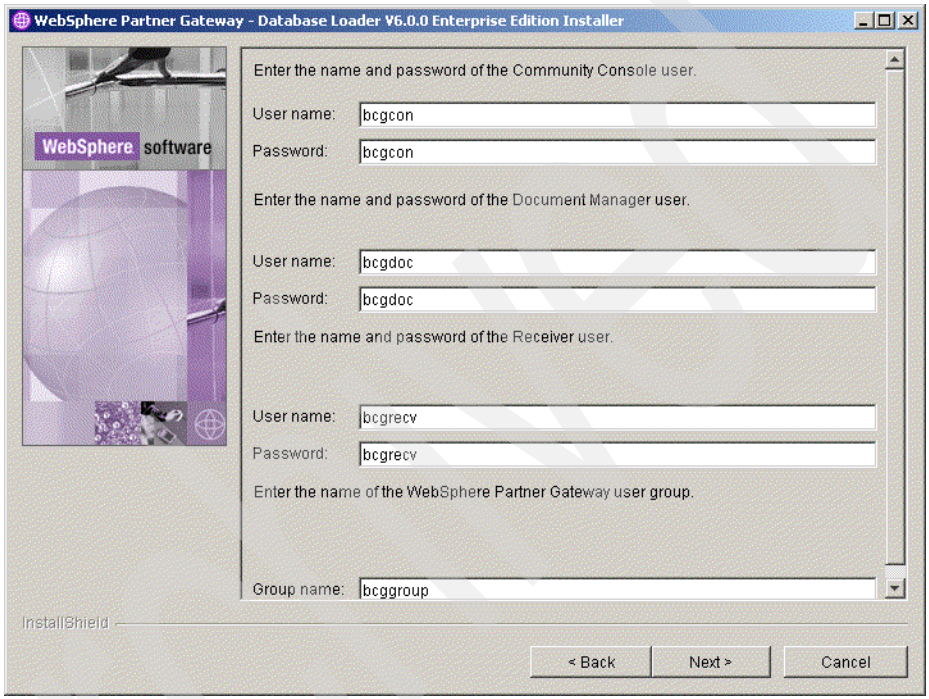

Figure 5-24 Provide user ID and password
9. In the next window, provide the name of the WebSphere Partner Gateway group, as well as the user IDs and passwords. The values shown in Figure 5-24 are the default values and match the values used in 5.3.1, “Adding user IDs and a group” on page 63. These user IDs are used to access the database.